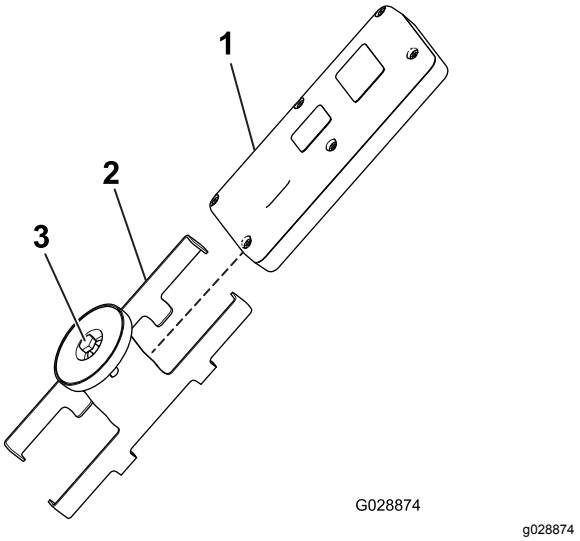

Figur 19
5. Monter den håndholdte styreenhed i styreenhedens magnetiske beslag, skub de to dele sammen, så styreenheden fastgøres, og tilspænd bolten i magneten (Figur 19).